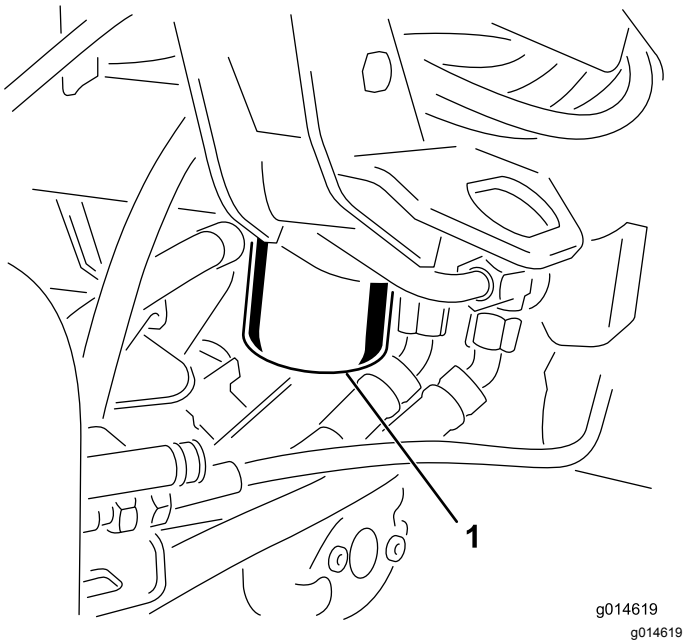

Figur 48
1. Rengör runt området där filtret monteras (Figur 48). Ställ ett avtappningskärl under filtret och ta bort filtret.